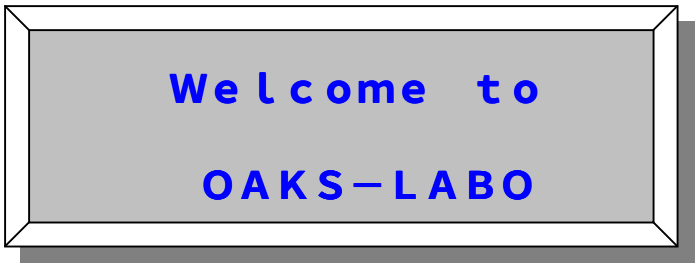

図１１ メッセージの表示
① 電源スイッチを“ＯＮ”またはリセットスイッチを押すと図１１に示される表示が数秒間表示されます。